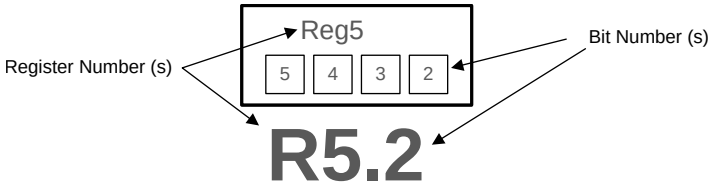

Figure 42. LMK03318 Register Reference Format
Figure 42 shows the method that this document employs to refer to an individual register bit or a grouping of register bits. If a drawing or text references an individual bit the format is to specify the register number first and the bit number second. The LMK03318 contains 124 registers that are 8 bits wide. The register addresses and the bit positions both begin with the number zero (0). A period separates the register address and bit address. The first bit in the register file is address ‘R0.0’ meaning that it is located in Register 0 and is bit position 0. The last bit in the register file is addressR31.7 referring to the 8th bit of register address 31 (the 32nd register in the device). Figure 42 lists specific bit positions as a number contained within a box. A box with the register address encloses the group of boxes that represent the bits relevant to the specific device circuitry in context.